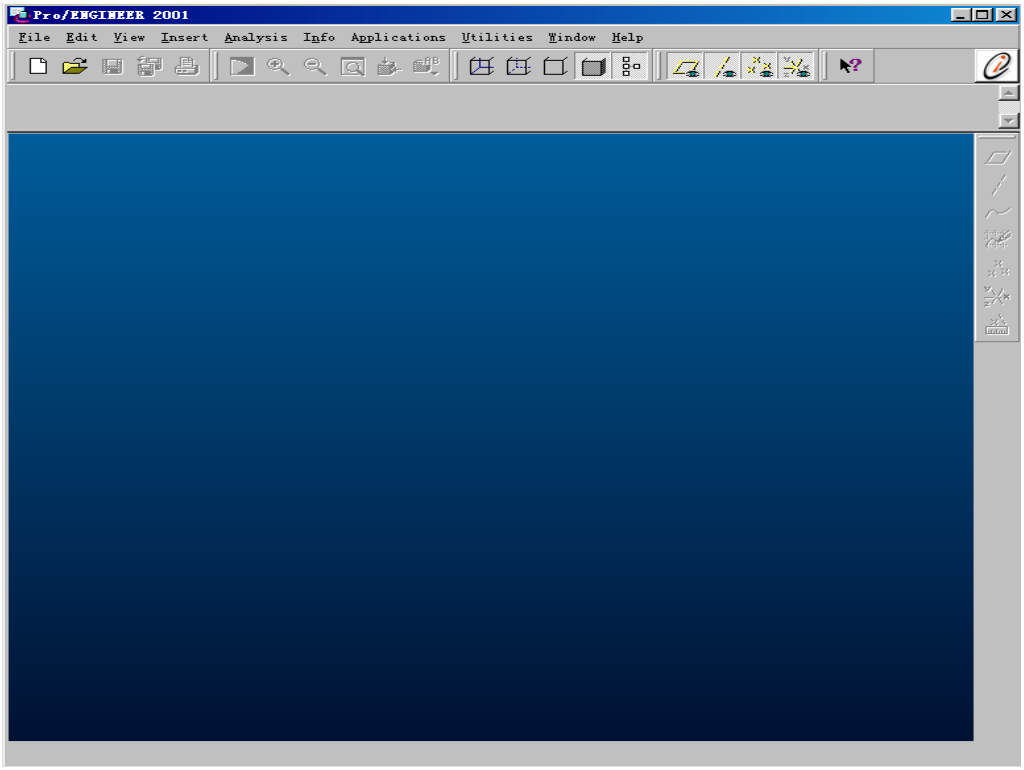
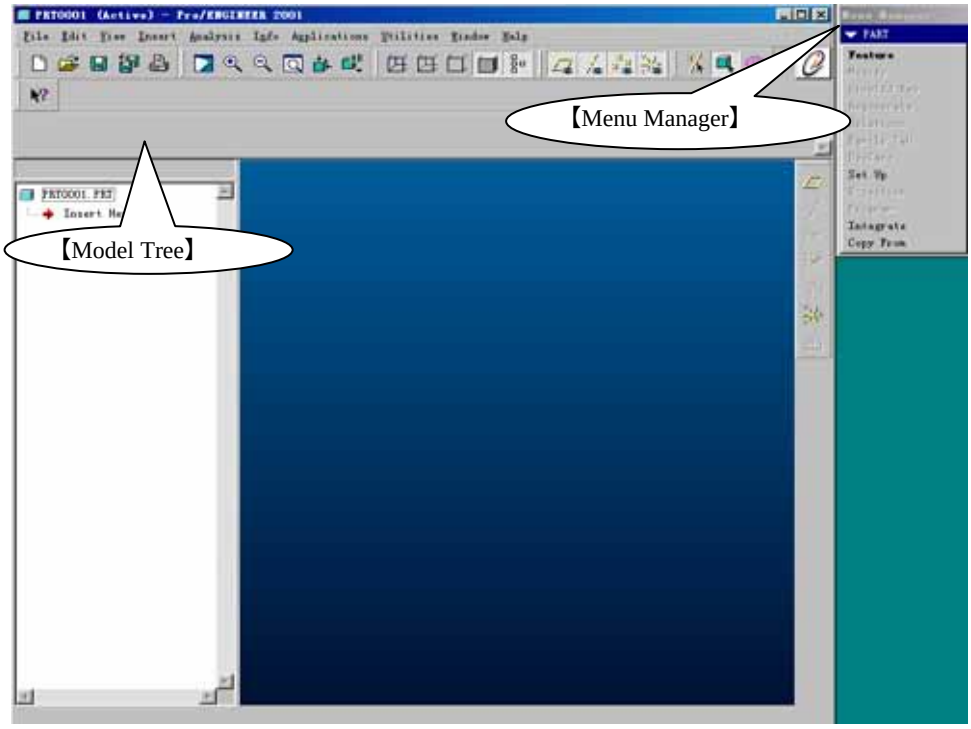

图 1-1 Pro/E 的操作界面
图 1-6　绘图环境
安装完 Pro/E 软件后，请运行 Pro/E，如果出现了如图 1-1 所示的界面，说明你已成功安装了 Pro/E，并能运行 Pro/E 软件了。
4. 选择其中的【Empty】项，再单击 OK 按钮，此时，出现如图 1-6 所示的绘图环境。
在图 1-6 中，从蓝到黑渐变的区域是主窗口，用来显示模型和绘制草图等。与图 1-1 不同的是，其两边又多了两个窗口，一个是【Menu Manager】（菜单管理器），Pro/E 中的主要操作命令均放置其中；另一个是【Model Tree】（模型树），Pro/E 中用来记录模